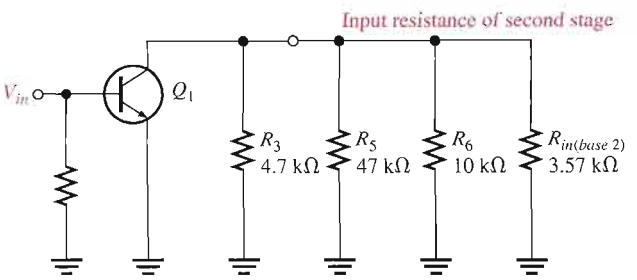

FIGURE 6–34
▶ **FIGURE 6–33**
Looking from the collector of Q_1, the two biasing resistors in the second stage, R_5 and R_6, appear in parallel with the input resistance at the base of Q_2. In other words, the signal at the collector of Q_1 "sees" R_3, R_5, R_6, and $R_{in(base2)}$ of the second stage all in parallel to ac ground. Thus, the effective ac collector resistance of Q_1 is the total of all these resistances in parallel, as Figure 6–34 illustrates. The voltage gain of the first stage is reduced by the loading of the second stage because the effective ac collector resistance of the first stage is less than the actual value of its collector resistor, R_3. Remember that $A_v = R_c/r'_e$.
AC equivalent of first stage in Figure 6–33, showing loading from second stage input resistance.